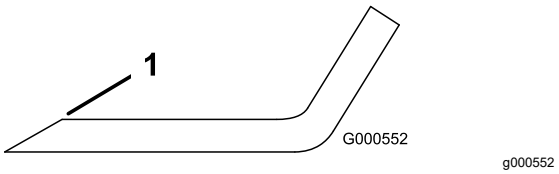

Rysunek 106
1. Użyj pilnika w celu naostrzenia krawędzi tnącej na obu końcach każdego ostrza (Rysunek 106).
Informacja: Jeżeli ostrze nie jest wyważone, spiłuj nieco metalu z obszaru łopatki (Rysunek 106).